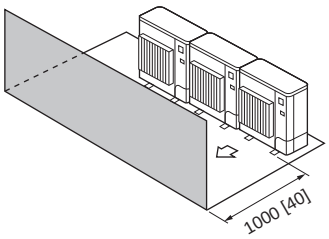

Fig. 2-14
3. Obstáculos solo en la parte delantera (Fig. 2-14)